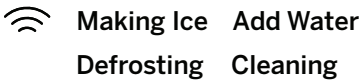

Figura 3
3. El agua comenzará a circular y el indicador de “Limpieza” se iluminará sobre el lado izquierdo de la unidad para confirmar que la unidad se encuentra ahora en el proceso de limpieza. Ver figura 3. Luego de tres minutos el agua dejará de circular y el indicador de “Limpieza” se apagará.